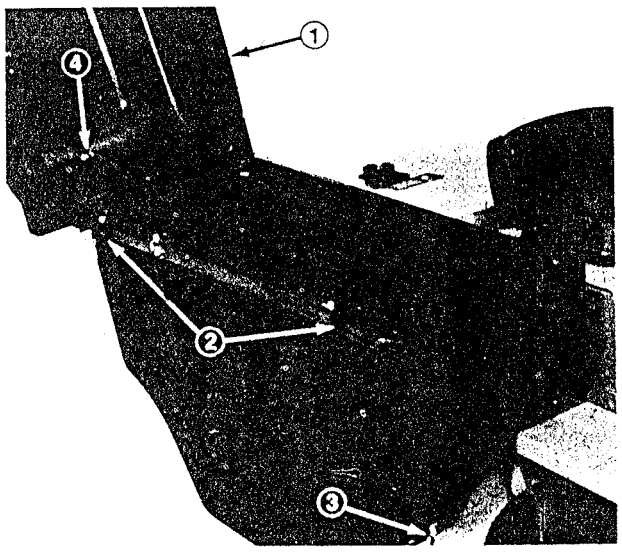

Figure 16
5. Raise hopper top, pivot locking clips upward, slide hopper into frame and lower locking clips. Hopper handle should be positioned in front (Fig. 16).
Note: When lowering hopper top, make sure bag link pivots upward and top fits over chute (Fig. 16).